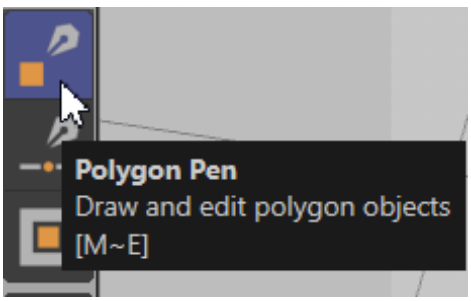

Figure 3-51 *Choosing the* ***Polygon Pen*** *tool from the Command Palette*
1. Choose the **Polygon Pen** tool from the Command Palette, refer to Figure 3-51.